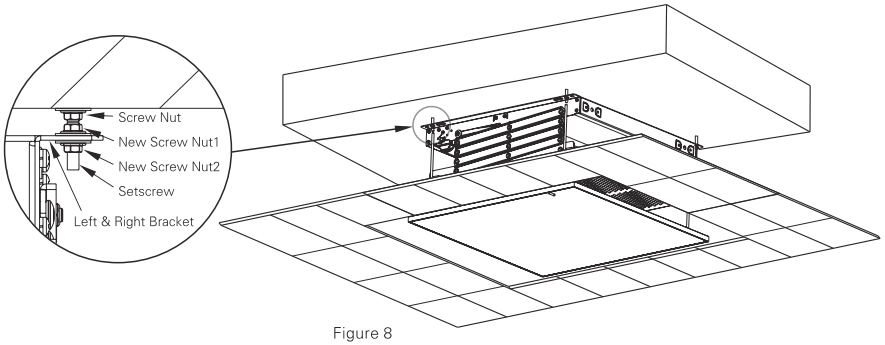

Figure 8
5. Figure 8,Add the M8 Screw to fasten the mount bracket.